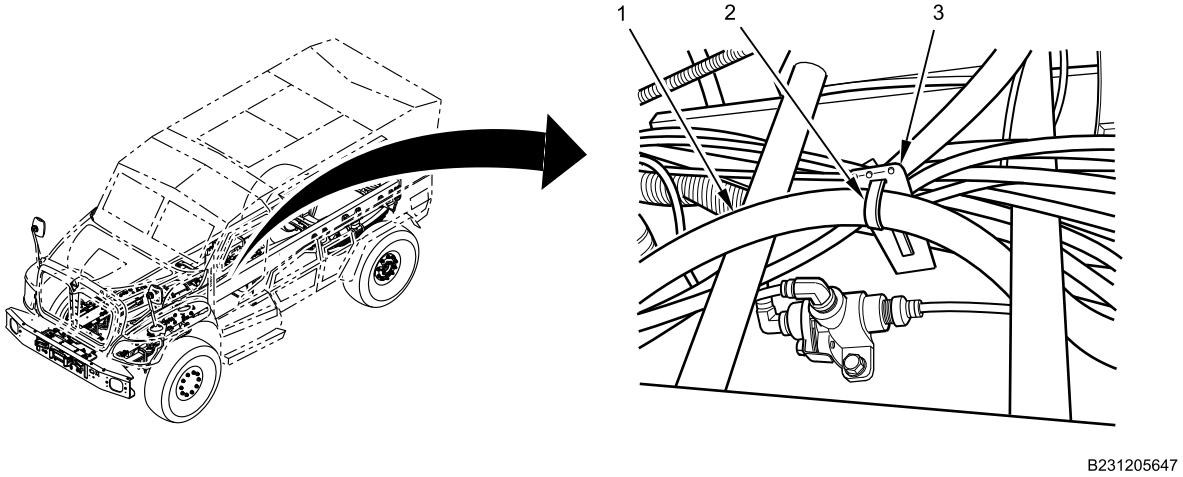

Figure 5. Air Line Hose Support Bracket.
11. Remove cable lock strap (Figure 5, Item 2) from air compressor delivery air line hose (Figure 5, Item 1) and support bracket (Figure 5, Item 3) on frame. Discard cable lock strap (Figure 5, Item 2).